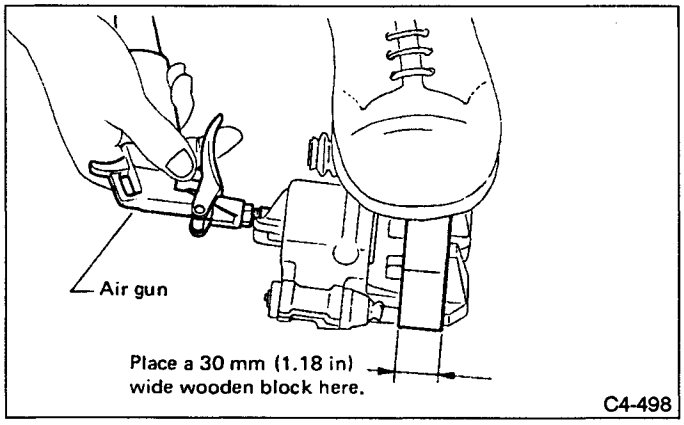

Fig. 71
a. Place a wooden block as shown in Fig. 71 to prevent damage to piston.